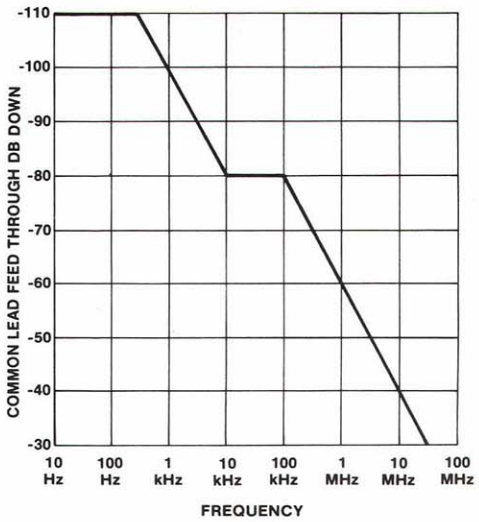

*Figure 3. Common-lead feedthrough characteristics.*
**Common Lead Signal Feedthrough** — −106 dB from probe input to output BNC to 500 Hz. See Figure 3 for derating above 500 Hz.